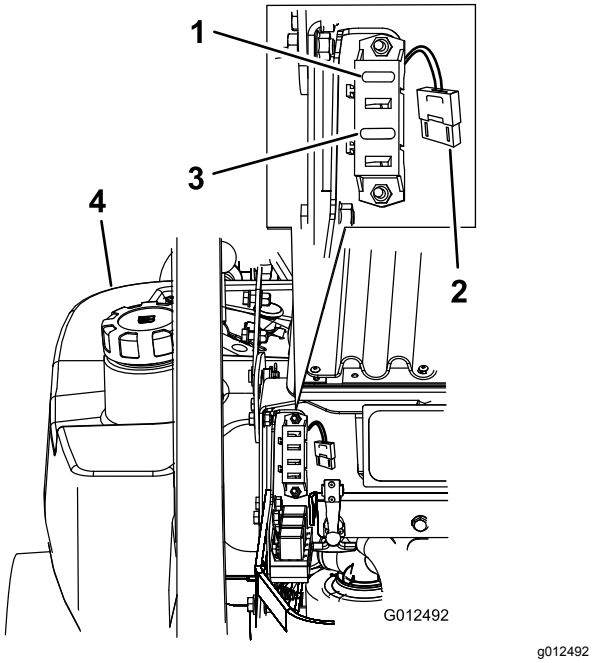

Figur 58
1. Lossa motorkåpan och fäll upp den för att få åtkomst till säkringshållaren (Figur 58).
3. Sätt i en ny säkring (Figur 58).